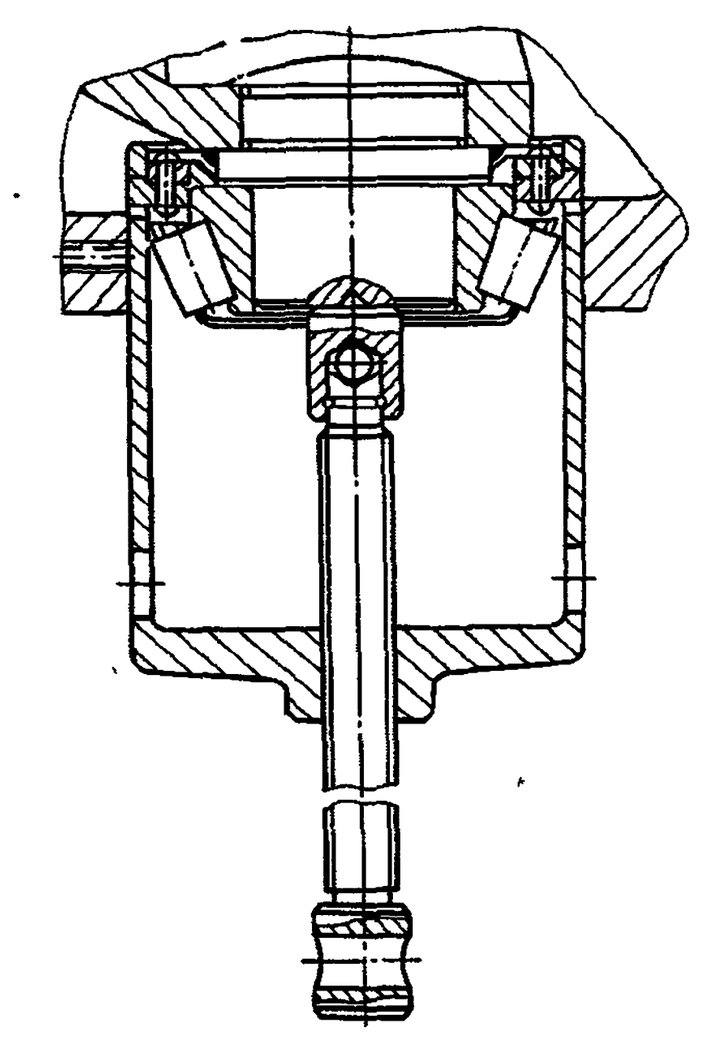

Рис. 48. Выпрессовка подшипника шкворня переднего моста
9. Выпрессуйте съемником роликоподшипник *19*, как показано на рис. 48.	Съемник И801.48.000